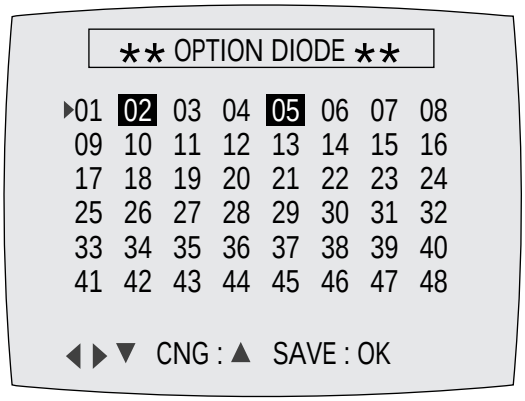

Fig. 6-5
2) Press the "MENU" button on the remote control about 5 seconds then option setting display is appeared. (See Fig. 6-5)
4) If selecting the option number is completed, press the " ⬆ " button of remote control. (If "STOP" button is pressed, the selected number is changes reversed color. ; See Fig. 6-5)